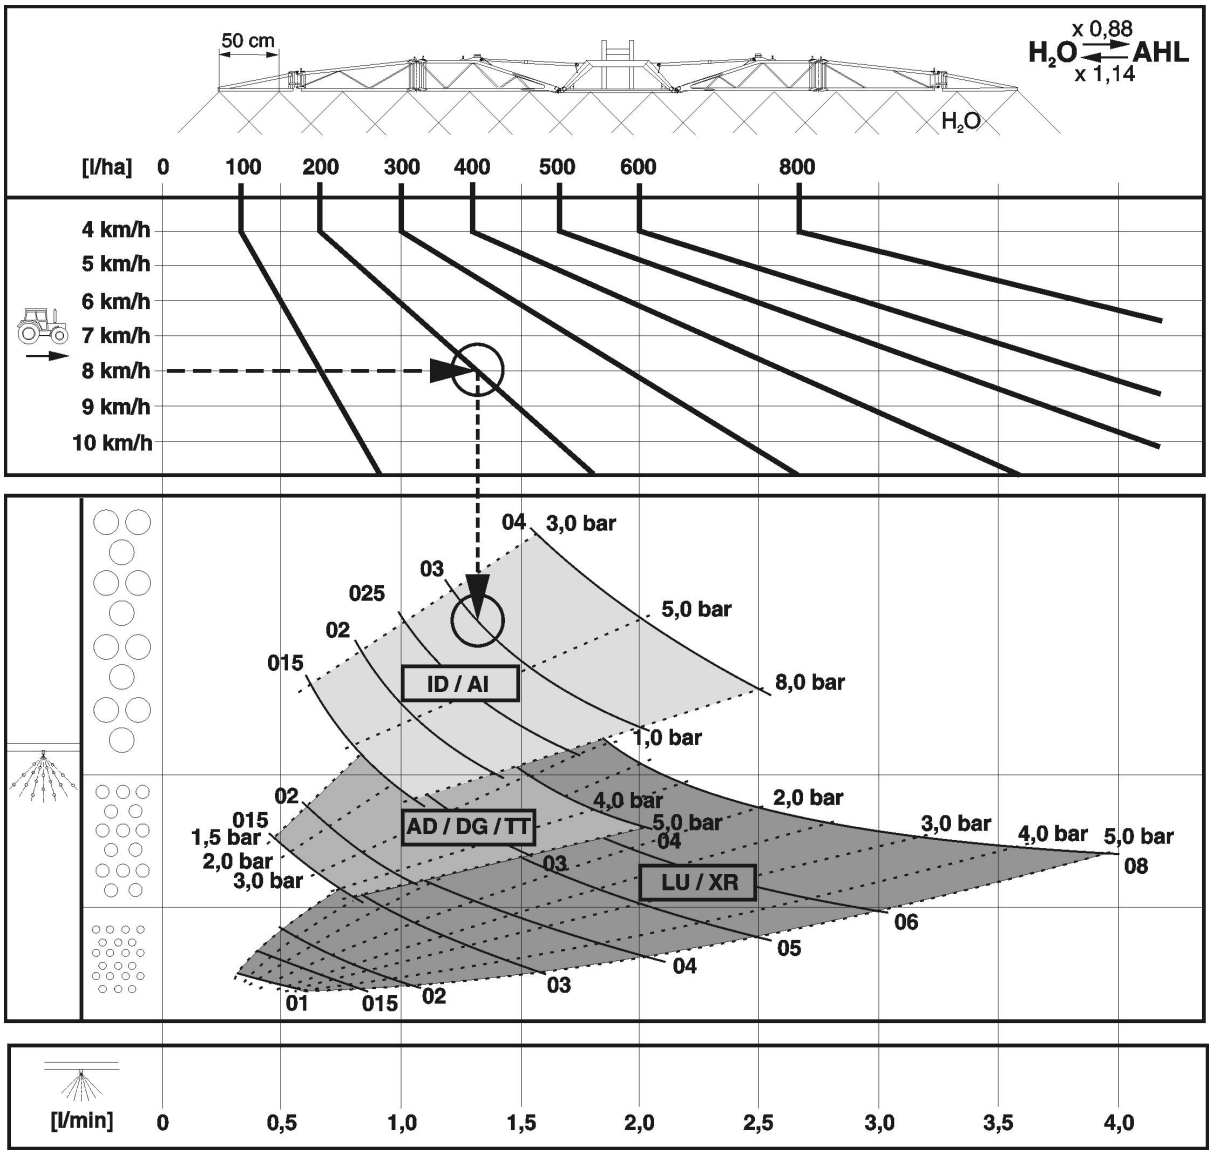

Rys. 168
- Rys. 168 służy do
4. Przejść do tabeli oprysku (**Rys. 168**).